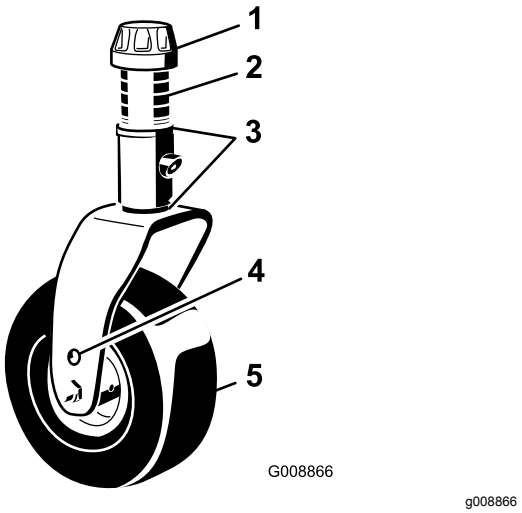

**Figur 141**
1. Fjern strammehætten fra styrehjulsspindlens aksel, og lad spindlen glide ud af styrehjulsarmen (Figur 141).
Fjern strammehætten og styrehjulsgaflen (Figur 141).